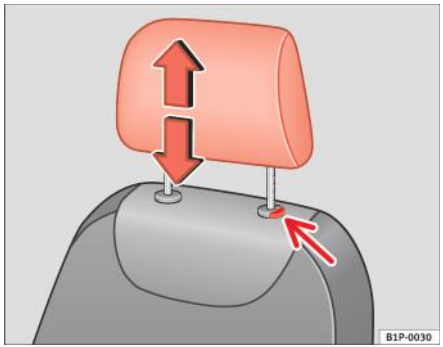

Fig. 90 Reglarea şi demontarea tetierelor
– Apăsați butonul ⇒ fig. 90 (indicat de săgeată).